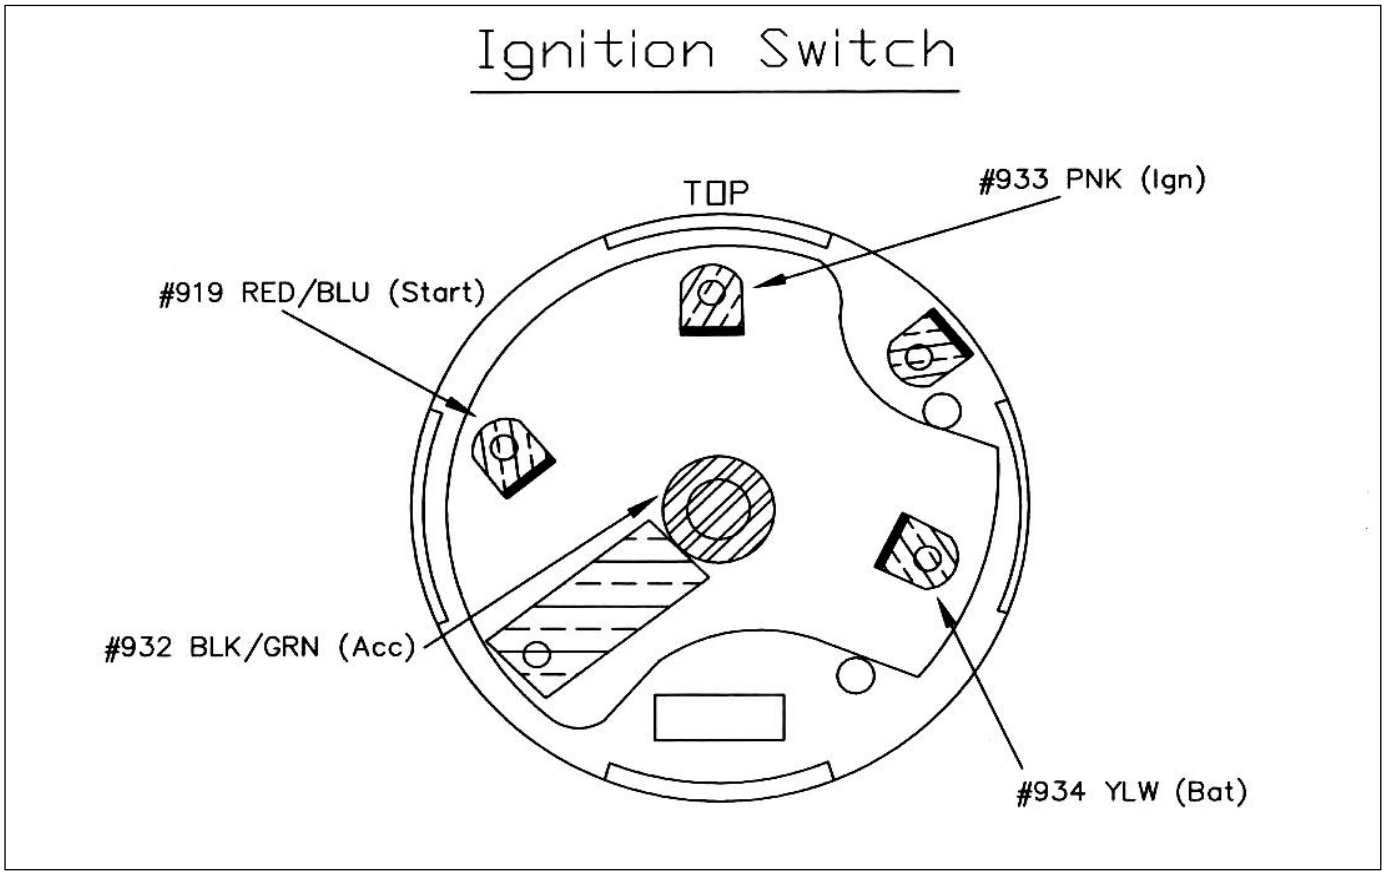

Figure 7-15 Ignition Switch Connections
7.7.1 Connect the IGNITION SWITCH wires to the Ignition Switch as illustrated in **Figure 7-15.** Use the two 10-24 machine nuts included in the parts kit, to attach the #932 Blk/Grn wire. The pre-installed terminals will fit a 1967 switch, but not a 1968 ignition switch. The 1968 switch used a pin style terminal that tended to burn up in the connector. Therefore, it is recommended that you switch to the 1967 style ignition switch. A new switch can be obtained online or at your local parts store using Standard p/n: **US49**.